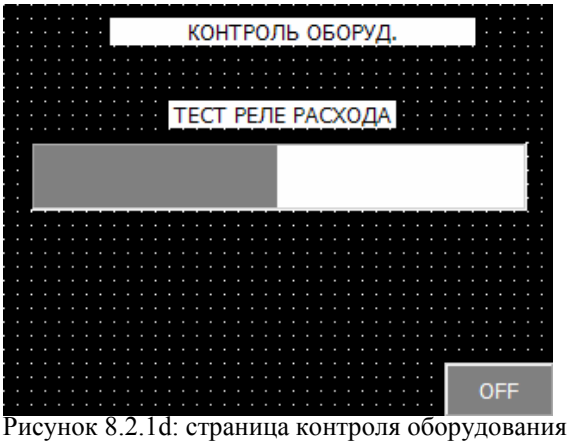

Рисунок 8.2.1d: страница контроля оборудования
3. Подтверждая правильный пароль, установка переходит к проверке функционирования реле расхода и появляется страница КОНТРОЛЬ ОБОРУДОВАНИЯ (см. рис. 8.2.1d).